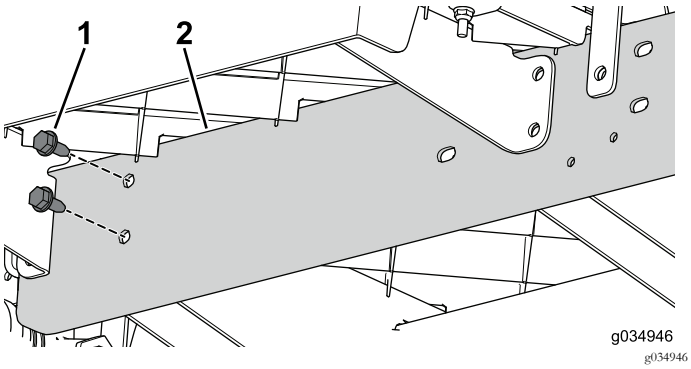

Рисунок 26
6. С помощью двух болтов (5/16 x 3/4 дюйма) установите, не затягивая, удлинительную балку на центральный швеллер в передней части автомобиля (Рисунок 26).